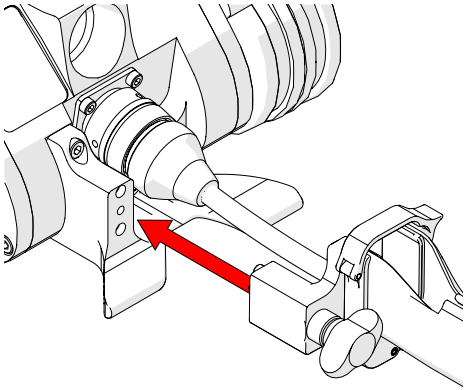

Fig. 186 - Align with umbilical
1. Align the HT cable management clamp with the appropriate mounting position on the user umbilical breakout *(Fig. 186)*.